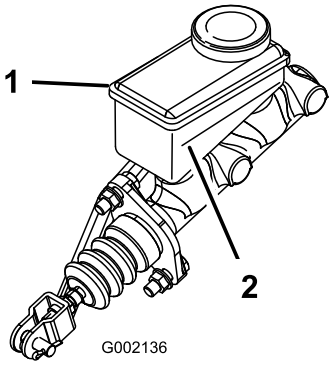

Figuur 65
5. Kijk naar de omtreklijn van het vloeistofpeil aan de zijkant van het reservoir (Figuur 65).
B. Giet DOT 3 remvloeistof in het reservoir tot het vloeistofpeil boven de Minimum-lijn staat (Figuur 65).